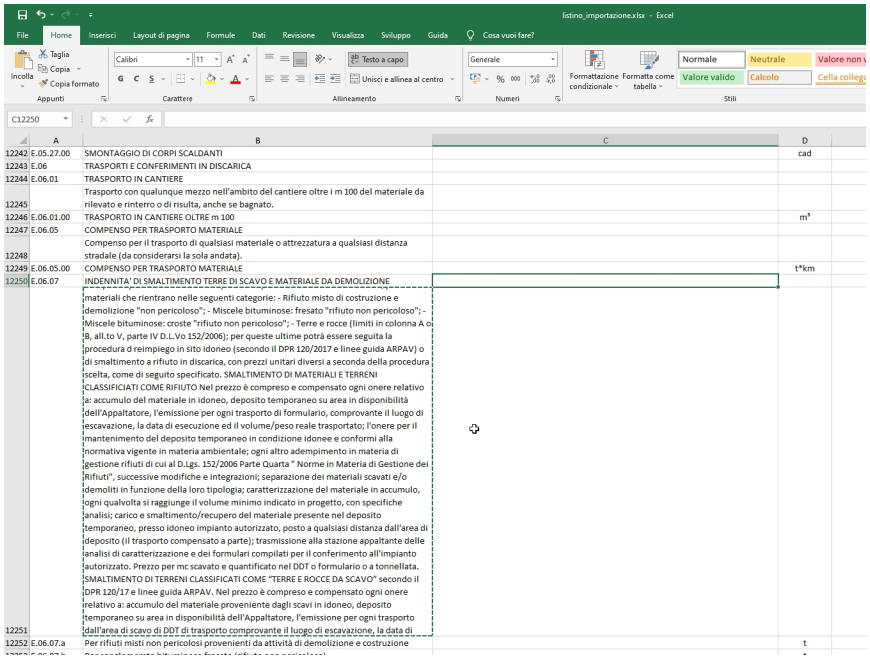

Figura 30: Spostamento della cella attiva
- Spostarsi una riga in su ed una colonna a destra per ottenere lo spostamento della cella attiva. Figura 30;